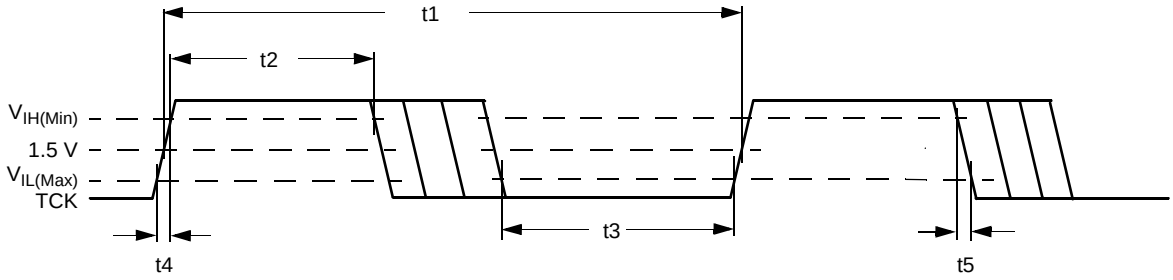

**Figure 6-14. TCK Timing and Measurement Points**
**Table 6-19. JTAG AC Specification (Refer to Figures 6-14 and 6-15)**